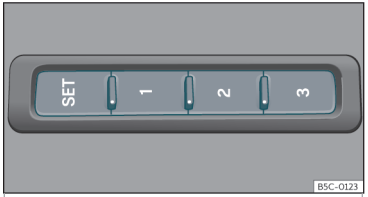

Fig. 100 On the outer side of the driver's seat: memory buttons.
- Press SET for longer than 1 second ››› **Fig. 100**.
- Press and hold the **SET** button>>> **Fig. 100**.